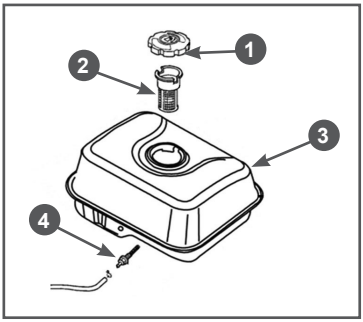

Рис. 16 Топливные фильтры
В топливном баке установлены два сетчатых топливных фильтра. Один фильтр устанавливается в заливной горловине топливного бака. Второй фильтр конструктивно объединен со штуцером топливного бака и установлен внутри бака (Рис. 16).
Через каждые 300 часов работы необходимо производить очистку топливного бака от грязи и конденсата. Одновременно с очисткой топливного бака необходимо проверять и очищать фильтр 4, установленный внутри бака (Рис. 16). Поврежденный или сильно загрязненный фильтр необходимо заменить.
3. Выкрутите из топливного бака выходной штуцер 4 и произведите его очистку (Рис. 16). Внимательно осмотрите сетчатый фильтр. При обнаружении механических повреждений замените штуцер топливного бака.